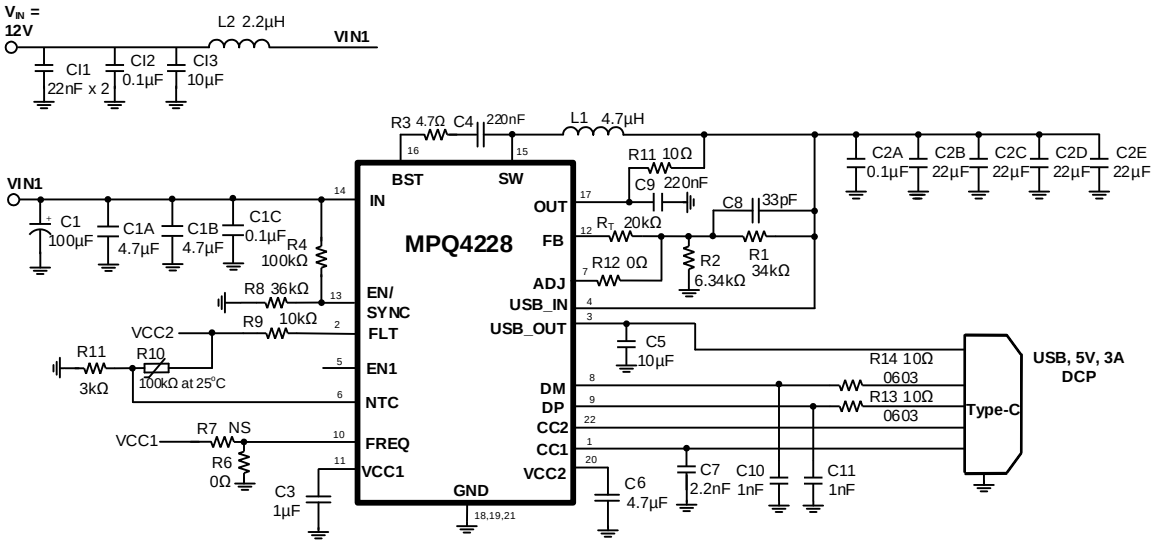

Figure 15: V_{IN} = 12V, V_{OUT} = 5V, I_{OUT} = 3A, f_{SW} = 420kHz (Type-C DFP with BC1.2 DCP Mode)
9) The recommended layout is based on Figure 15 on page 26).